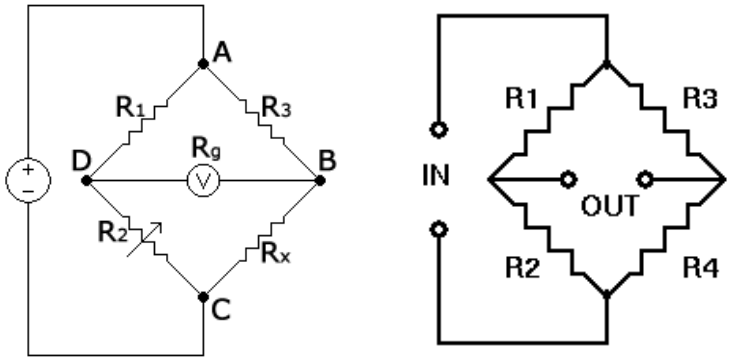

FIGURE 2 – Pont de Wheatstone
Un pont de Wheatstone est un instrument de mesure utilisé pour mesurer une résistance de valeur inconnue en équilibrant les 2 branches d'un circuit en pont. Dans le circuit de la figure 2, R_x représente la résistance inconnue à déterminer, R_1, R_2, R_3 sont de valeur connue, R_2 est variable (dans notre cas nous changerons ce composant du circuit). Si le rapport des résistances dans la branche $\frac{R_2}{R_1}$ est égal à celui de la branche $\frac{R_x}{R_3}$, alors la tension traversant R_g sera nulle et aucun courant ne circulera entre les 2 branches. Le signe du courant indique si R_2 est trop grand ou trop petit.
1. Construisez le circuit de la figure 2 avec les paramètres suivants : $R_1 = R_3 = 100$ kΩ, $R_2 = 33$kΩ, $R_x = 10$kΩ, $R_g = 22$kΩ. Appliquez une tension de 5V et mesurez la tension sur R_g avec un voltmètre.
2. Le circuit de la figure 2 peut être représenté par la figure de droite, c'est-à-dire 2 diviseurs de tension en parallèle, sans la présence de R$_g$. A l'aide de ce principe, calculez les tensions fournies par chacun des diviseurs, et trouvez la tension de sortie, qui correspond à $V_g = V_{div1} - V_{div2}$